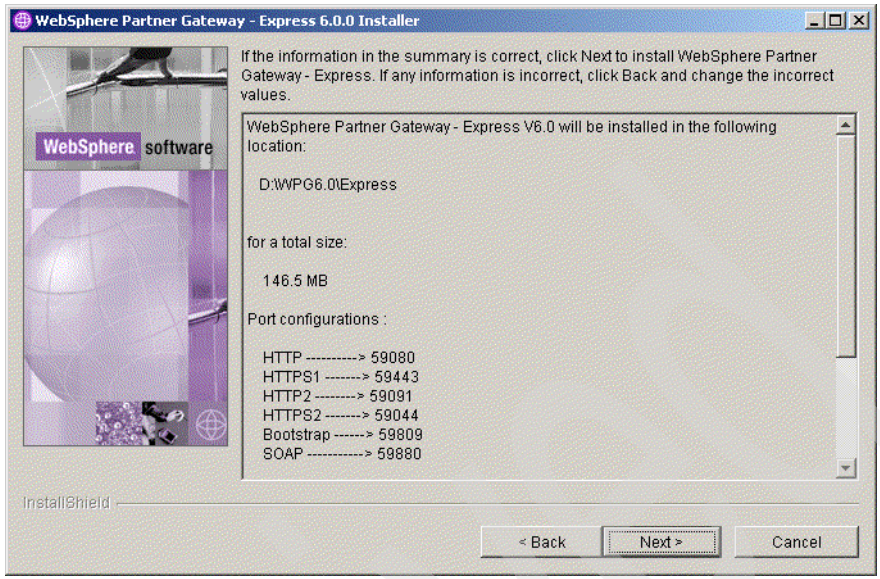

Figure 9-6 Installation summary
8. After specifying this information, we see the summary window (Figure 9-6 on page 268), that lists all our selections.